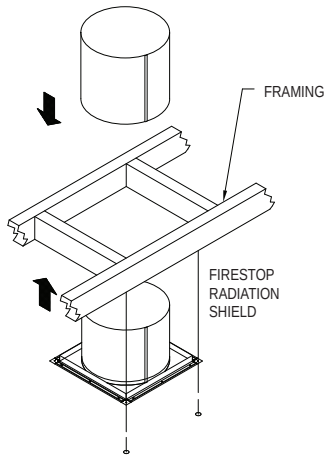

Figure 7
Note: a Firestop Radiation Shield is not installed where the chimney penetrates through the roof. Instead, you will need to install Roof Radiation Shields (required for 18"-24" diameters only - see *Step 7*) around the roof joist members. The Firestop Radiation Shield is installed on the underside of the ceiling/floor framing, with the cylindrical "tube" portion of the shield pointing upward *(Fig 7)*. Use a minimum of either (1) 8 penny nail or (1) 1-1/4" wood screws per corner. Refer to Table 2 for framing requirements.